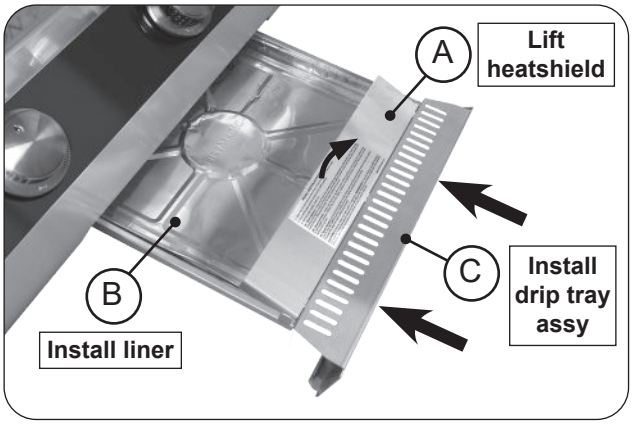

Fig. 32-3 Install drip tray
1. Lift the heatshield slightly, then place a liner into the drip tray (Fig. 32-3, A and B).
2. Then fully insert the drip tray assembly into the bottom front opening of the control panel (Fig. 32-3, C).